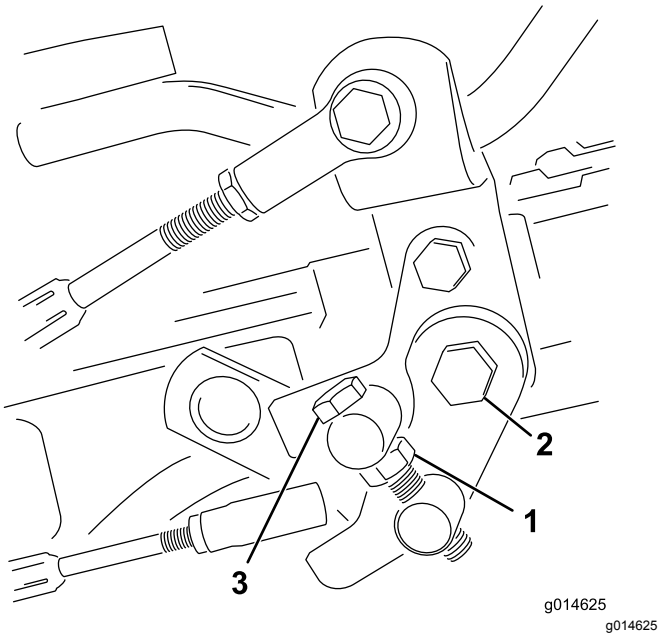

Figur 46
1. Lossa kontramuttern på justeringsbulten (Figur 46).
4. Dra åt kontramuttern på justeringsbulten och muttern på pedaltappen för att låsa justeringen (Figur 46). Kontrollera justeringen och ändra vid behov.